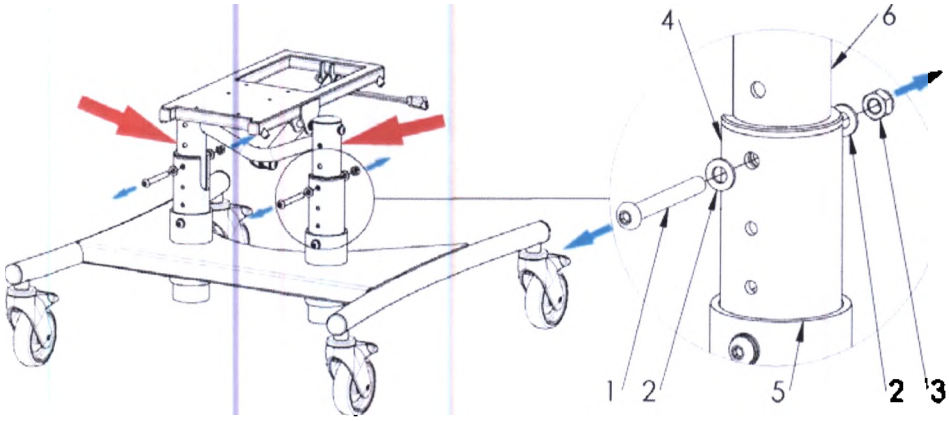
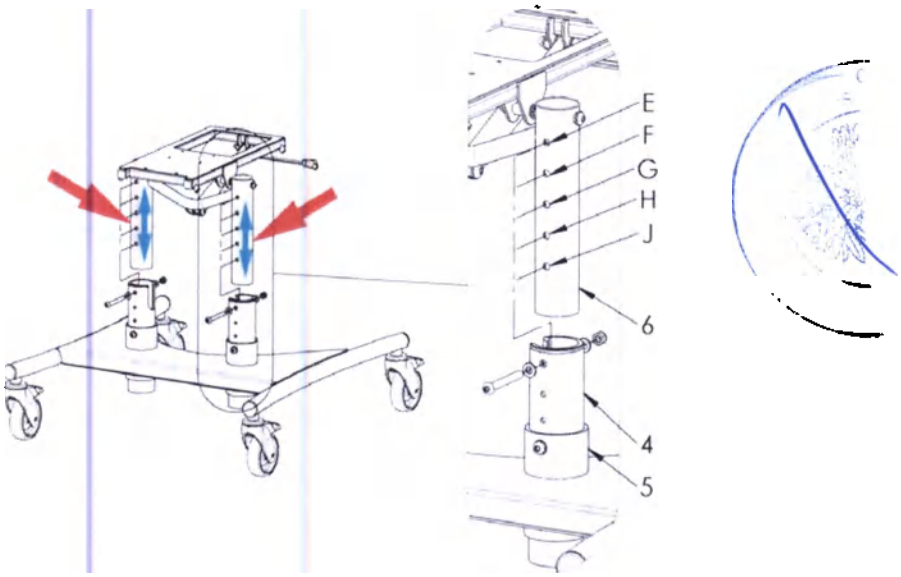

Рис. 11
Рис. 12
Второй диапазон позволяет регулировать высоту в диапазоне 14 см, каждые 3,5 см. Для этого отвинтите болты (1) вместе с шайбами (2) и гайкой (3) в стойках (4) – *Рис. 11*. Затем установите высоту платформы сиденья, правильно установив комбинацию отверстий в стойках платформы (5) вместе с отверстием в стойках (4)), *Рис. 12*.